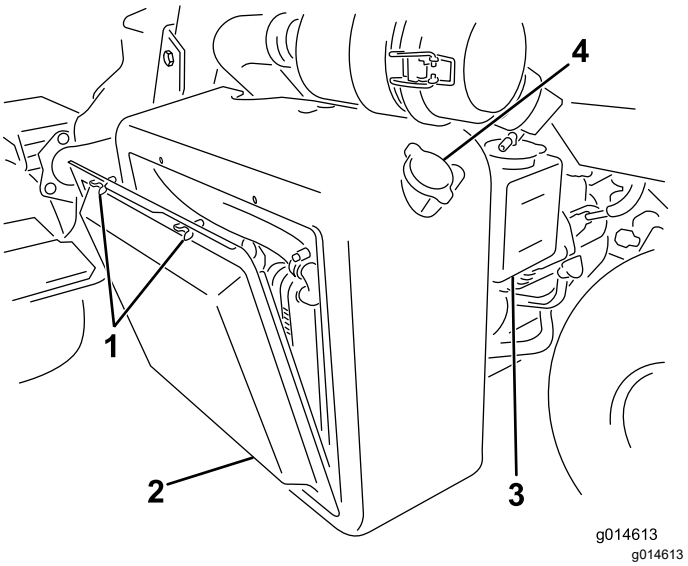

Figuur 45
1. Verwijder het radiateurscherm (Figuur 45).
2. Controleer het koelvloeistofpeil (Figuur 45 en Figuur 46).